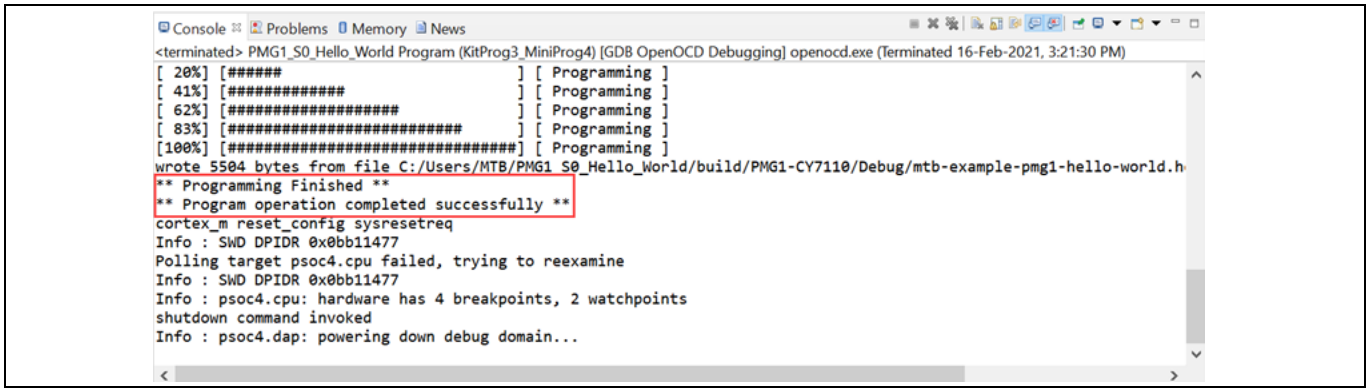

Figure 19　Console – プログラミング結果
6. Figure 19 に示すように、**Console** ビューにはプログラミング動作の結果が一覧表示されます。